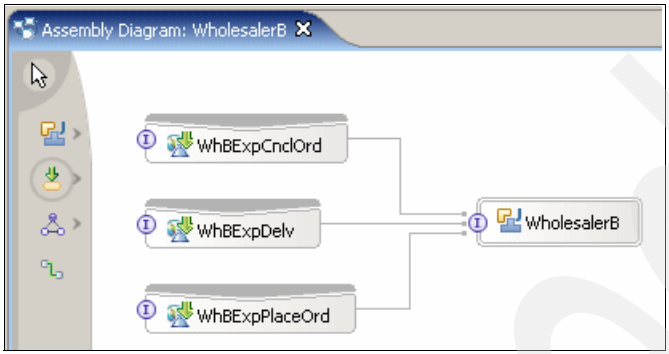

Figure A-95 Wired components
12. Add one more Export node called `WhBExpCnclOrd`. Add the **WhCnclOrdWeb_I** to it, generate a Web service binding using the SOAP/HTTP transport, and wire it to the WholesalerB component (Figure A-95).